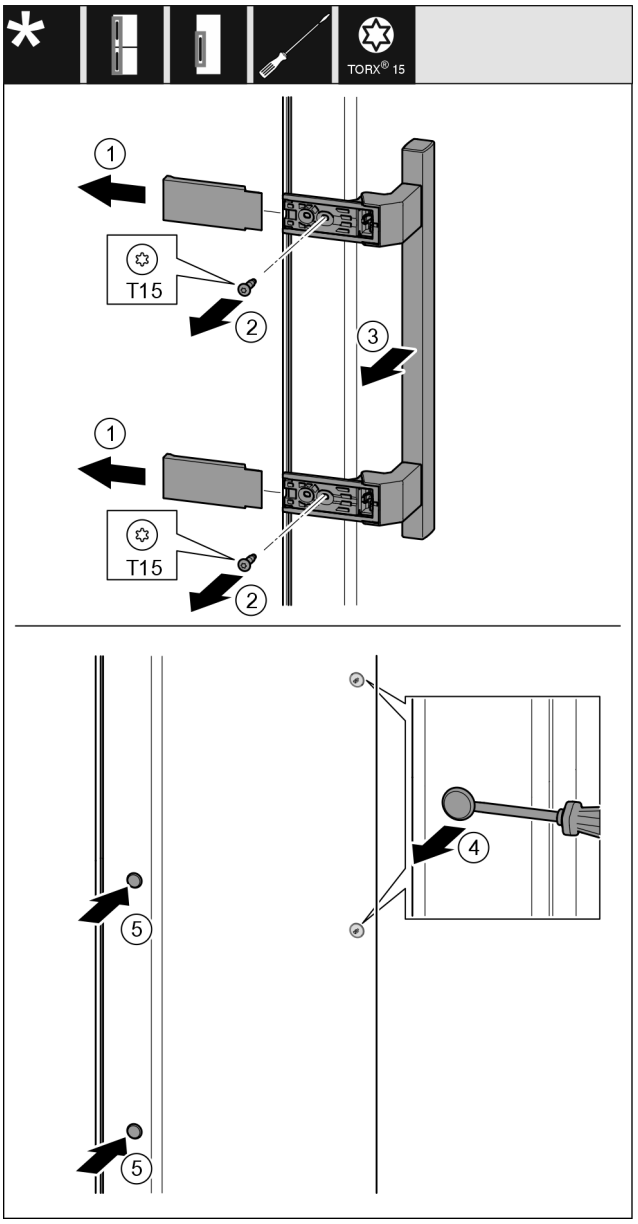

Fig. 8
- ▶ Trekk av dekselet. *Fig. 8 (1)*
- ▶ Skru ut skruene med skrutrekkeren Torx 15. *Fig. 8 (2)*
- ▶ Fjern håndtaket. *Fig. 8 (3)*
- ▶ Løft pluggene på siden forsiktig med en skrutrekker og trekk dem ut. *Fig. 8 (4)*
- ▶ Sett igjen inn pluggen på den andre siden. *Fig. 8 (5)*